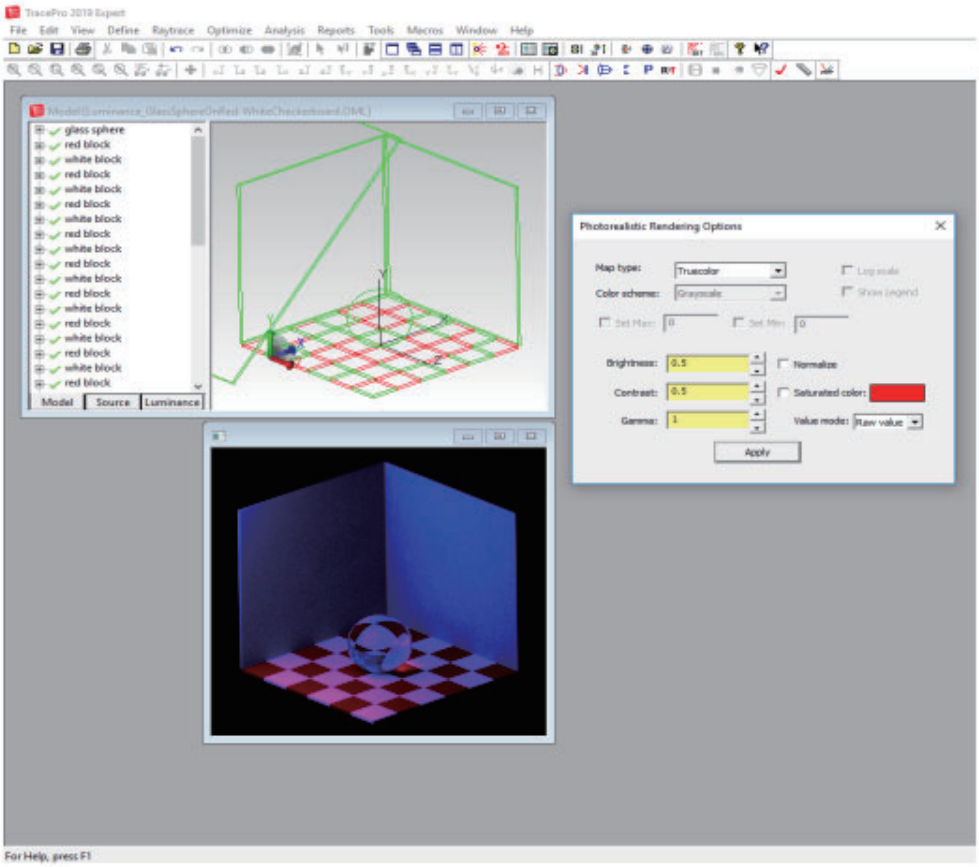
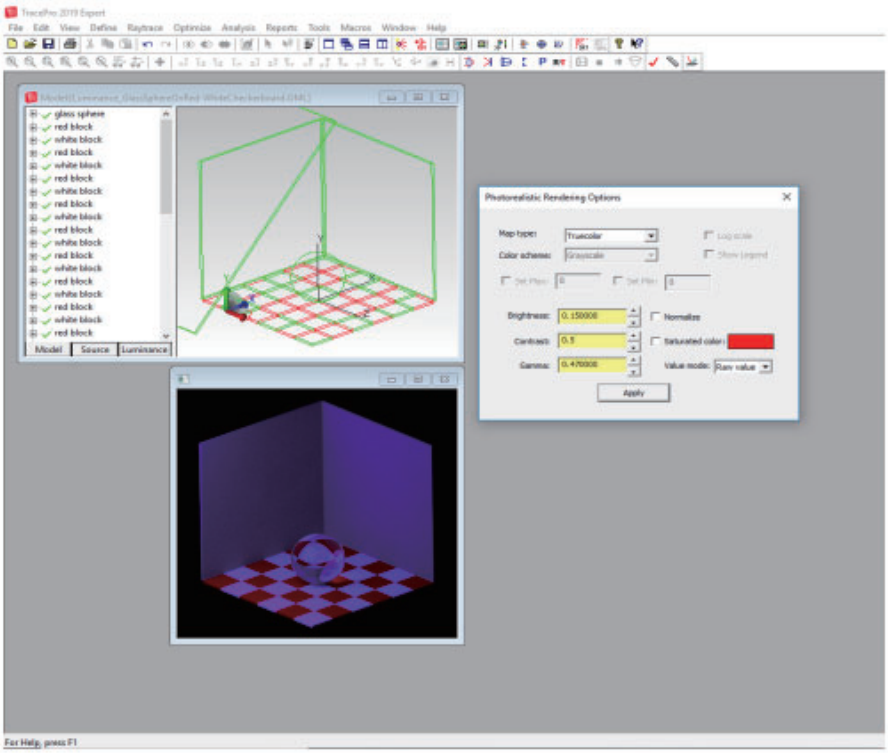

FIGURE 9.73 - Photorealistic rendering result after three rendering passes (Quality set to High) with Brightness and Contrast at default values of 0.5.
FIGURE 9.74 - Photorealistic rendering result with Brightness adjusted to 0.15.
7. 完成したレンダリングを図 9.73 に示します。この特定のモデルのプロパティと TracePro が輝度を正規化する方法により、シーンは明るく洗い流されたように見えます。外観を改善するには、**フォトリアリスティックレンダリング｜オプション**を選択し、**「明るさ」**と**「コントラスト」**の設定を好みに合わせて変更します。明るさを 15 に下げ、コントラストをデフォルト値の 50 のままにした例を図 9.74 に示します。